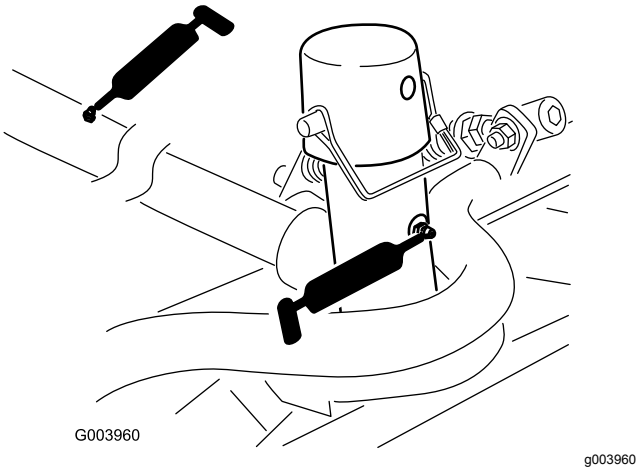

Figuur 65
- Draagframe en draaipunt van maaidek (2 elk) (Figuur 65)